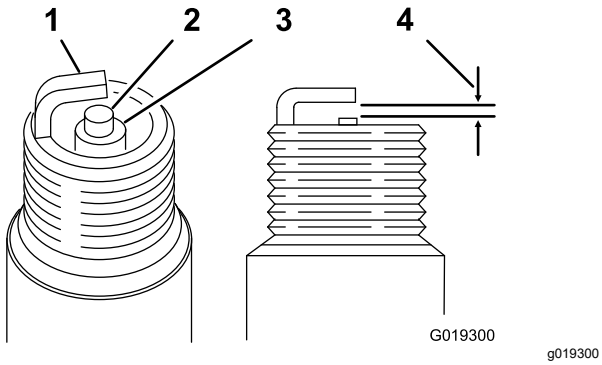

Figur 33
Afstand: 0,70 til 0,80 mm. Se Figur 33
4. Indstil gnistgabet til 0,70 til 0,80 mm som vist i Figur 33.